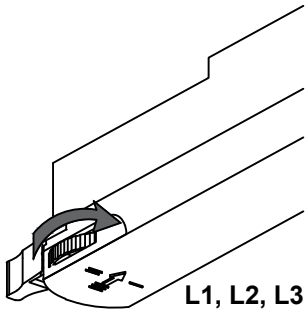

Рис. 3
- поворотом регулятора фаз выберите нужную для работы светильника фазу (Рис. 3);